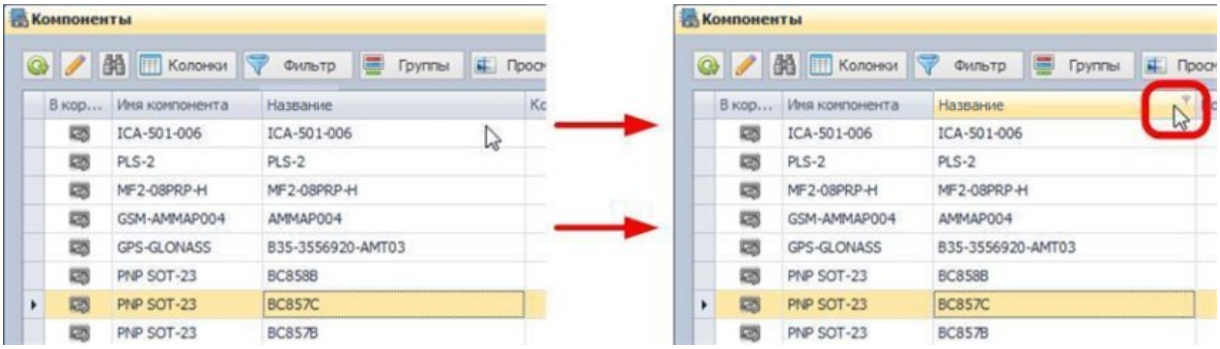

Рис. 778. Значок фильтра в заголовке колонки
1. Наведите курсор на заголовок колонки, в верхнем правом углу заголовка должен отобразиться значок , см. Рис. 778.